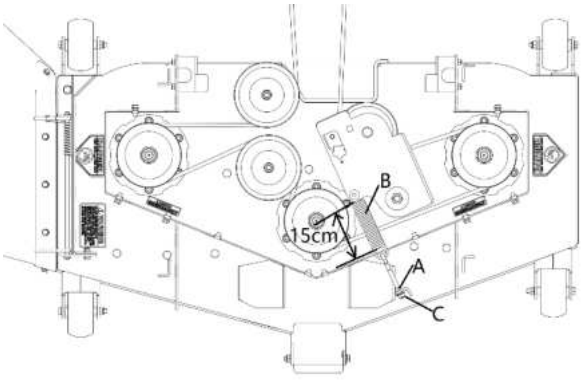

Рис. 19
Натяжение ремня устанавливается на заводе, но после первого часа использования может потребоваться его регулировка. Периодически необходимо проверять натяжение ремня, следуя приведенной ниже процедуре (См. рис. 19).
7.3.3 Увеличьте натяжение ремня, повернув тяговую гайку (C) по часовой стрелке, и уменьшите натяжение ремня, повернув тяговую гайку против часовой стрелки (См. Рис. 19).